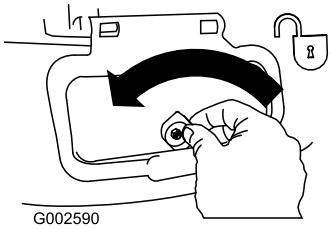

Figur 26
1. Lossa sidoutkastarluckan (Figur 26).